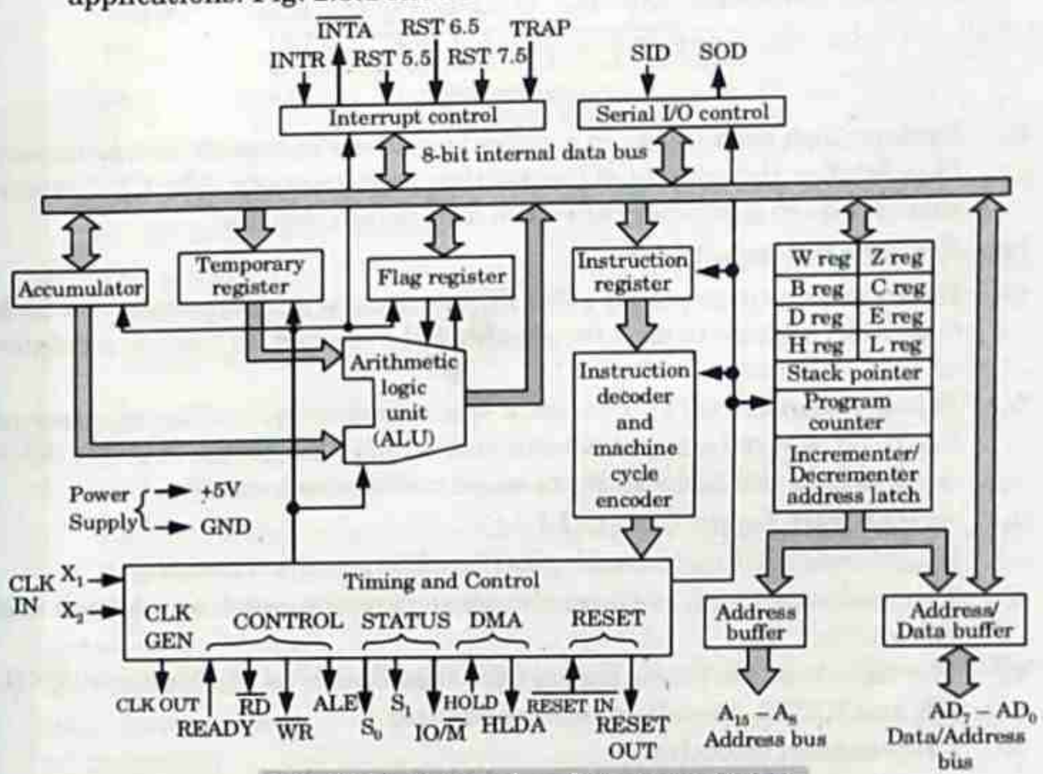

Fig. 2.3.1. Internal architecture of 8085.
B. **Internal architecture or functional block diagram :** The 8085 is an 8-bit, general-purpose microprocessor that is ideally suited to many applications. Fig. 2.3.1 shows the architecture of 8085.